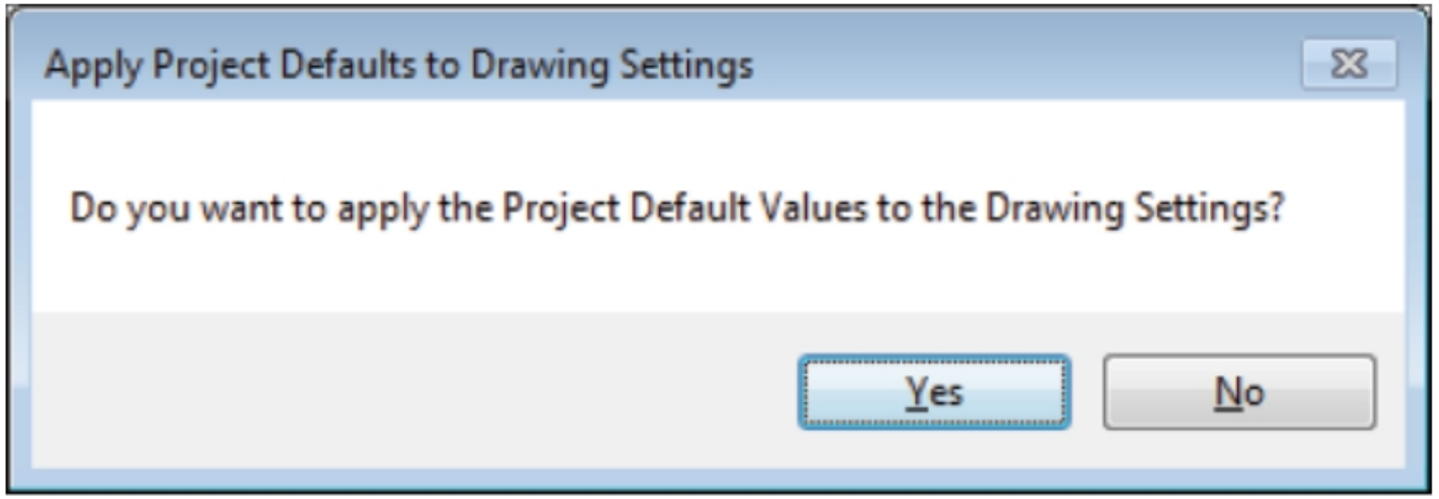

Figure-63. Apply Project Defaults to Drawing Settings dialog box
- Click on the **OK** button from the dialog box. The **Apply Project Defaults to Drawing Settings** dialog box will be displayed; refer to Figure-63.